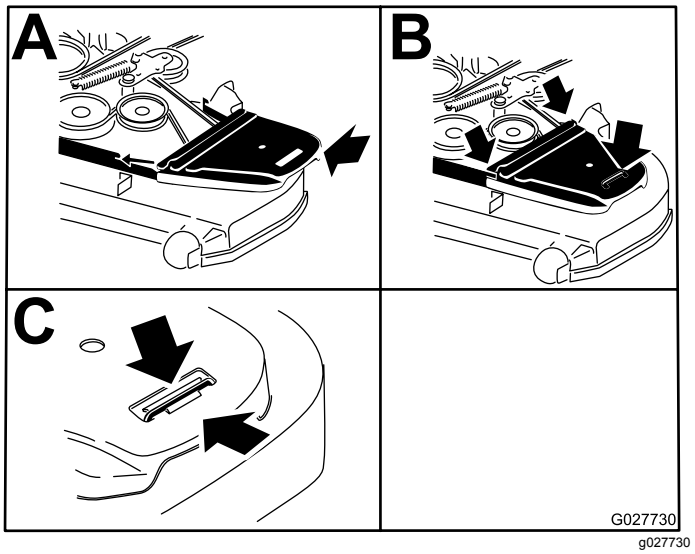

Figuur 92
14. Plaats de aandrijfriemkappen terug (Figuur 92).